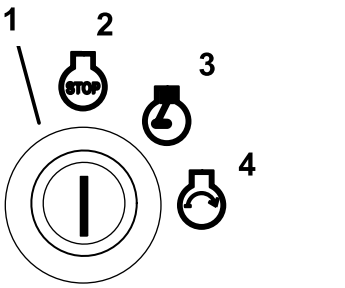

Figur 12
6. Vrid tändningsnyckeln medsols till körläget (Figur 12).
9. Vrid nyckeln till startläget så tänds glödstiftslampan på nytt. Släpp nyckeln när motorn startar (Figur 12).
2. Vrid tändningsnyckeln medsols till körläget (Figur 12).
4. Vrid tändningsnyckeln till det avslagna läget (Figur 12). Vänta tills alla rörliga delar har stannat innan du lämnar förarplatsen.